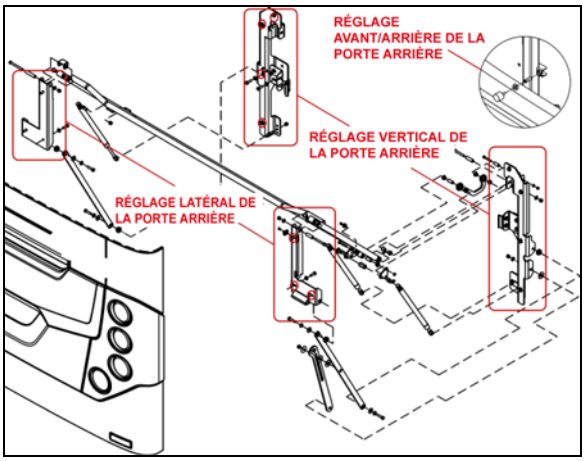

FIGURE 101 : PORTE DU COMPARTIMENT MOTEUR
1. Pour ajuster la position VERTICALE de la porte, desserrer les boulons (quatre de chaque côté) qui fixent le bras de support de la porte et la patte de fixation des ressorts à gaz à la structure du véhicule (Figure 101).
2. Pour ajuster la position LATÉRALE de la porte, desserrer les boulons (trois de chaque côté) qui fixent le bras de support de la porte et la patte de fixation des ressorts à gaz à la porte (Figure 101).
3. Pour ajuster la position de la porte vers l'avant ou l'arrière, visser ou dévisser les butées en caoutchouc de chaque côté de l'ouverture de la porte (Figure 101).